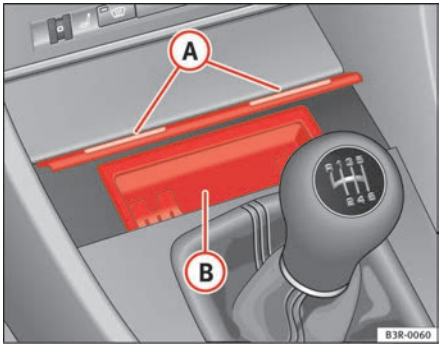

Fig. 125 Centre console: Open ashtray
– Lightly press the front part of the ashtray (A) ⇒ fig. 125.
– Take hold of the sides of the ashtray (B) ⇒ fig. 125 and lift it out. ▶